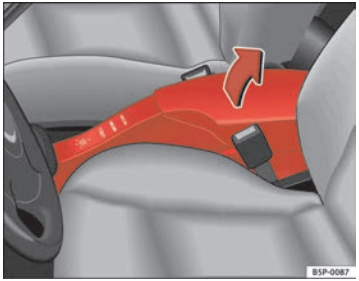

Fig. 103 Front armrest with storage area
– To open the storage area, lift the armrest up in the direction of the arrow ⇒ fig. 103 and then lift the cover.